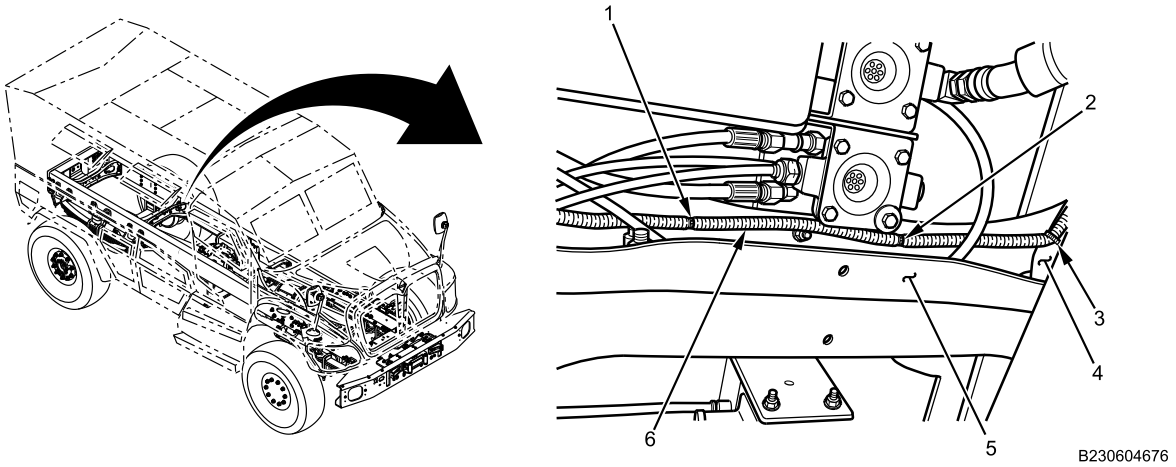

Figure 5. Cable Lock Straps on Crossmember.
9. Remove and discard two cable lock straps (Figure 5, Item 1 and 2) securing rear chassis harness (Figure 5, Item 6) to crossmember (Figure 5, Item 5). Remove and discard cable lock strap (Figure 5, Item 3) securing rear chassis harness to hose (Figure 5, Item 4).